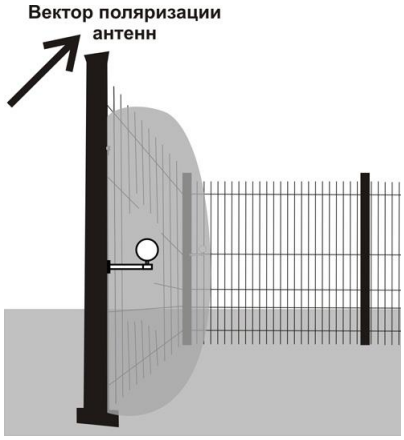

Рис. 6.4
6.1.2.1 При установке вблизи заграждения, стены здания или другой поверхности или сооружения, необходимо сориентировать БПРМ и БПРД только **вертикально**, что соответствует углу наклона вектора поляризации антенн под углом 45° к прилежащей поверхности (рис. 6.4).